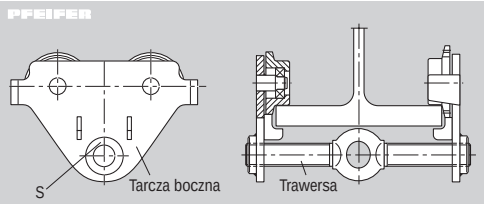

Rys. 7
1. Trawersę (Rys. 7) wkręcić końcem z gwintem prawoskrętnym na głębokość ok. 3 mm w tarczę boczną wózka oznaczoną literą „S".